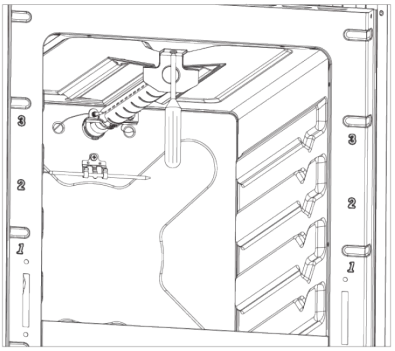

fig. 23
a) Remove the burner by unscrewing the front screw (fig. 23)